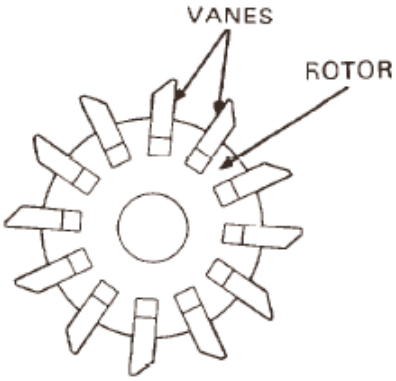

Figure 21 Rotor and Vane Configuration
a. Insert the vanes in the rotor in the same pattern as shown (Figure 21).